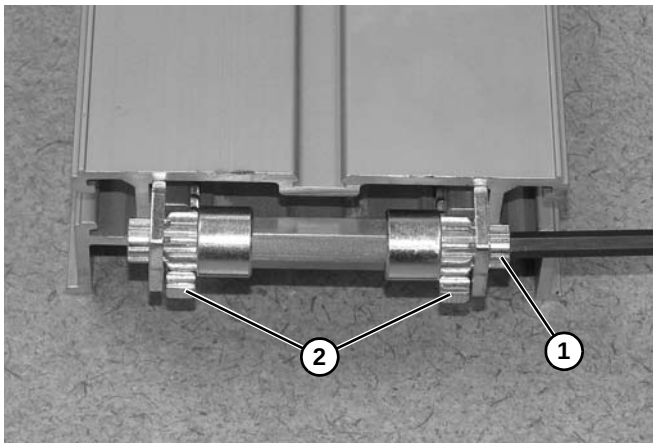

Abbildung 107
10. Ritzel **(Abbildung 107, Teil 1)** mit Sechskantschlüssel drehen, bis Zahnstangen **(Abbildung 107, Teil 2)** vollständig zusammengeklappt sind.